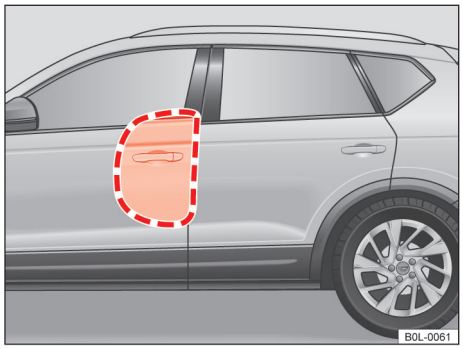
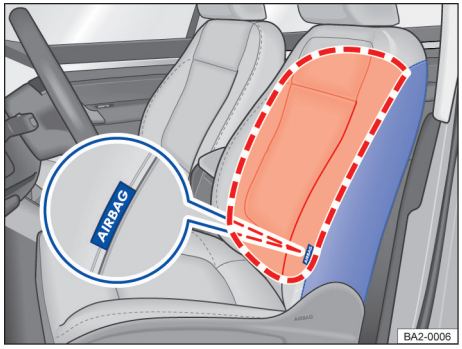

图 28 车辆左侧：侧面安全气囊的膨胀范围
图 29 左前座椅侧面：侧面安全气囊安装位置及膨胀范围
取决于车型装备，前排座椅可装备侧面安全气囊→图 28：
– 前排座椅侧面安全气囊安装在驾驶员座椅和前排乘员座椅外侧靠背软垫中 →图 29。
→图 28 和 →图 29 中红色线条环绕的区域为侧面安全气囊触发膨胀时的作用范围（膨胀区）。因此，在该区域内不得存放或固定任何物品 →⚠。